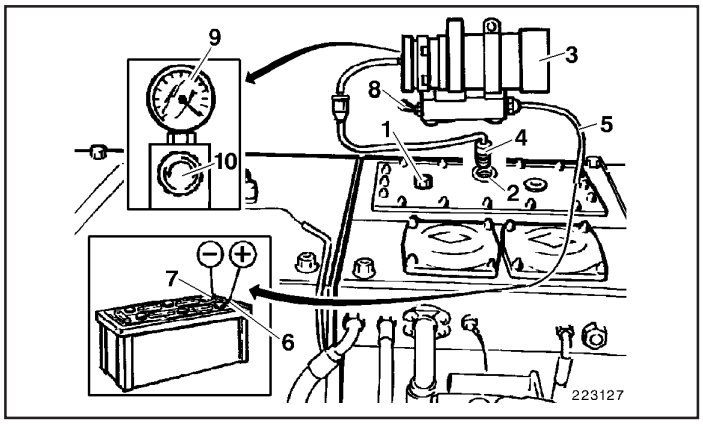

Fig.1
- Despressurize o reservatório hidráulico. Para despressurizar o reservatório hidráulico, remova o bujão de dreno (1, Fig.1).
- Remova o filtro do respiro (2, Fig.1).